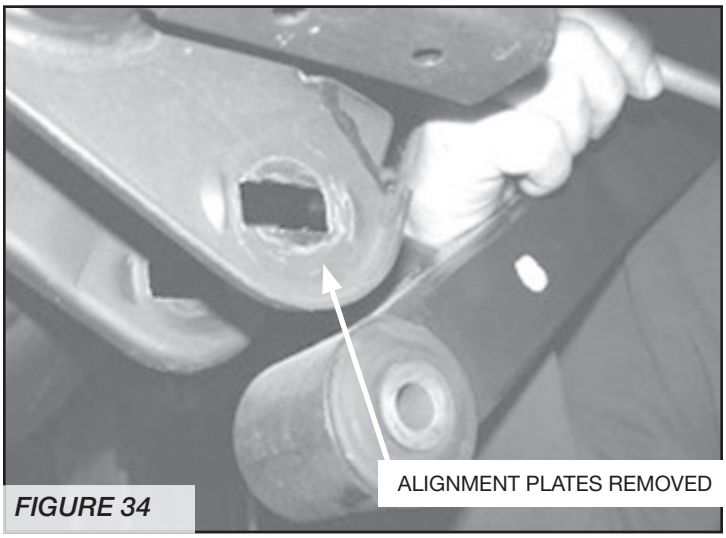

*FIGURE 34*
23. Using a small flat chisel and hammer, remove the alignment plates from the factory mount. **SEE FIGURE 34.**